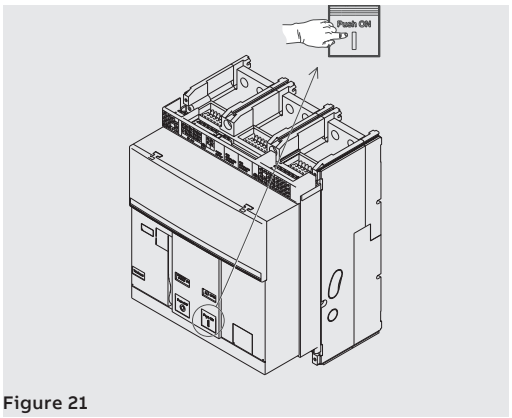

Figure 21
4. Closing - Press the closing pushbutton “I - Push ON” as indicated in Figure 21.